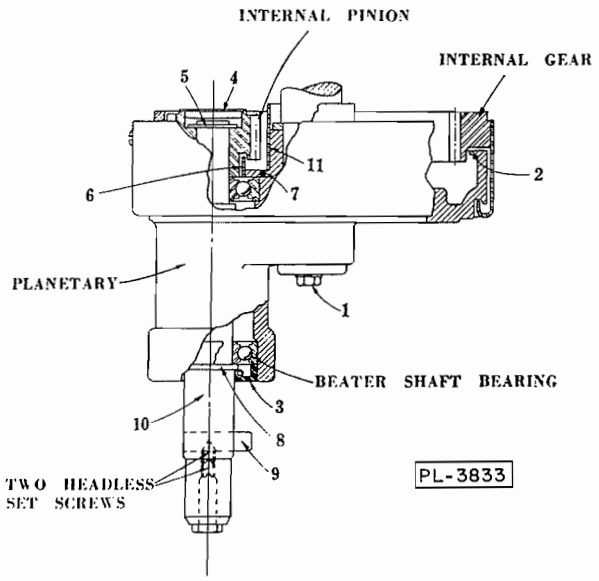

FIG. 5
Support the weight of the planetary while removing the retaining screw (1, Fig. 5). If the removal of the planetary proves difficult, use the two 3/8" tapped holes provided on opposite sides of the planetary shaft for anchoring a puller. The holes are plugged with nylon plugs.
If a pry is to be used between the planetary and the internal gear, always pry downward. The cast iron lip (2, Fig. 5) on top of the planetary is breakable. This lip serves as a trap for the oil and would have to be repaired if broken.
(1) Remove the planetary as explained above.
(2) Take out the planetary oil seal (3, Fig. 5). This seal can be pried out by using a small screwdriver between the outside of the seal and the planetary casting.
(3) Pry out the oil-retaining cap (4, Fig. 5) which is pressed into the top of the internal pinion. (Be sure to replace this cap when reassembling).
(4) Remove the retaining ring (5, Fig. 5) and the pinion, then drive the beater shaft down through the bearings.
If the lower bearing does not come out with the beater shaft (10, Fig. 5) it can be pulled down after the beater shaft is out. The upper bearing can be pulled out after removal of the planetary oil baffle (6, Fig. 5).
When re-assembling the oil baffle to the planetary, a little Permatex around the "O" ring (7, Fig. 5) will improve the seal. Be careful not to cut the "O" ring on the edge of the planetary or baffle.
The primary purpose of the seal (3, Fig. 5) is to keep moisture and ingredients from the bowl out of the lower bearing. It can be slipped down from the top of the shaft and over the small shoulder (8, Fig. 5) if care is taken. Grease the shoulder so that the seal will slide over it. If installing the seal from the bottom, you must remove the beater pin (9, Fig. 5), clean the shaft, and make sure that the lip of the seal is not cut or folded under. The lip must go up toward the bearing. Make sure that the spring is in place in the seal groove adjacent to the lip. If the lip of the seal is dry, the seal may squeal. A little lubrication worked under the lip will correct this.
The shield (11, Fig. 5) is held in place around the hub of the planetary by friction.
The planetary oil shield (11, Fig. 5) keeps oil from collecting on the hub and working down the planetary shaft.
The oil baffle (6, Fig. 5) keeps oil away from the beater shaft as it is thrown off the pinion teeth or sloshes around in the planetary.
The friction plug (4, Fig. 5) stops any oil leakage from above.